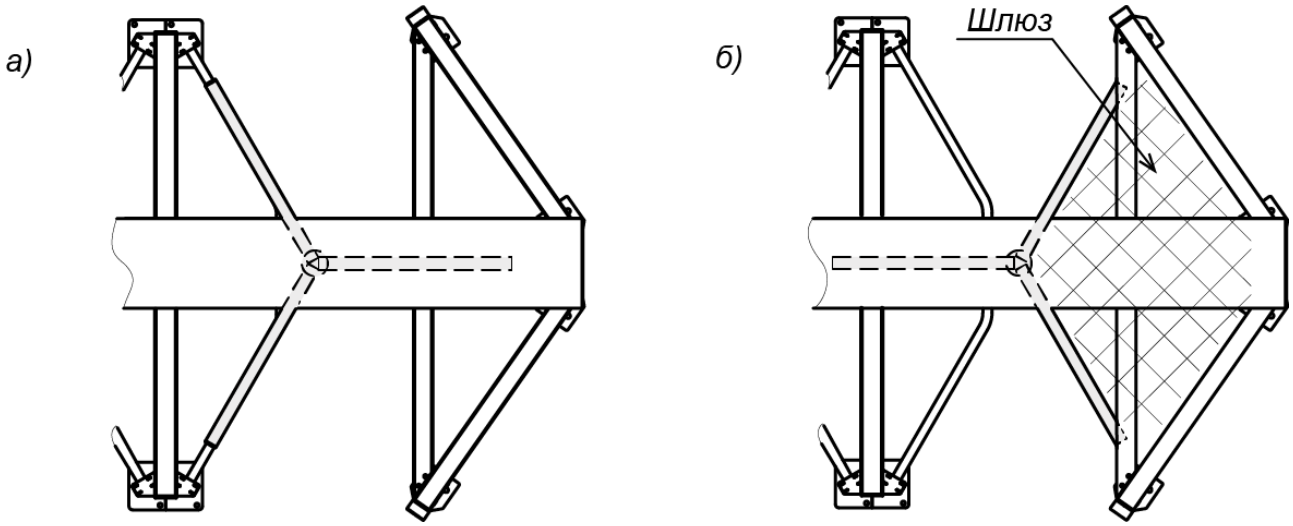

Рисунок 22. Исходное положение створок ИУ турникета (вид сверху): а – для стандартного режима прохода, б – для шлюзового режима прохода
- Сориентируйте секцию ротора турникета согласно выбранному режиму прохода через турникет (см. разд. 8.5, рис. 22) и с учетом совпадения граней верхнего вала ротора с гранями вала привода.
- **Стандартный** (см. рис. 22а). В исходном состоянии зону прохода перекрывает одна створка. Стандартный режим прохода через ИУ турникета рекомендуется использовать в тех случаях, когда нет особо жестких требований к контролю на пропускном пункте.
- **Шлюзовой**[1] (см. рис. 22б). В исходном состоянии зону прохода перекрывают две створки, образуя шлюз – часть зоны прохода через ИУ турникета, ограниченную секциями (6) формирователя прохода и двумя створками. Наличие шлюза дает возможность организации усиленного контроля доступа на объект. Шлюзовой режим прохода особенно эффективен для управления проходом людей на пропускных пунктах режимных предприятий, специальных учреждений и других объектов с особыми требованиями к контролю доступа.
3. Разверните ротор на 180° (рис. 22).